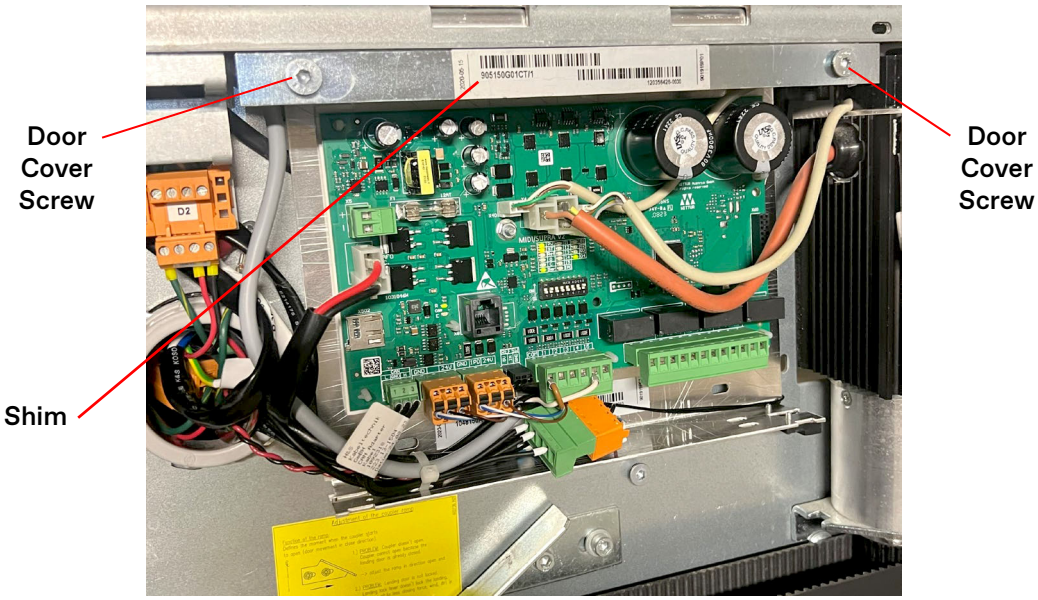

Figure 12 - Install Door Cover Screws and Shim
7. Install door cover screws and shim from the V1 assembly to the V2 assembly. See Figure 12.